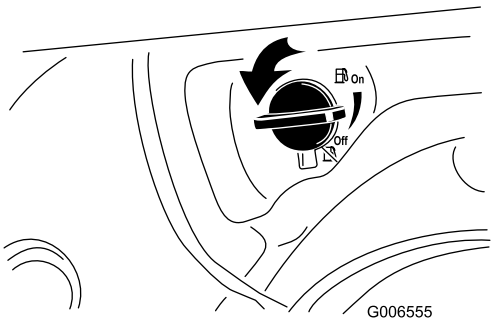

Figur 24
2. Drei drivstoffavstengningsventilen mot klokken 1/4 runde for å åpne den (Figur 24).